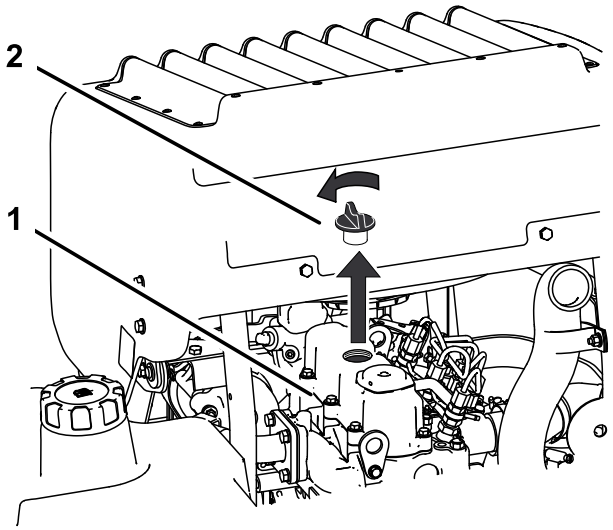

Figur 38
6. Fjern påfyllingslokket oppå motoren (Figur 38). Dette gjør det lettere å tømme ut oljen.
2. Fjern oljelokket, og skru løs peilestaven (Figur 38).